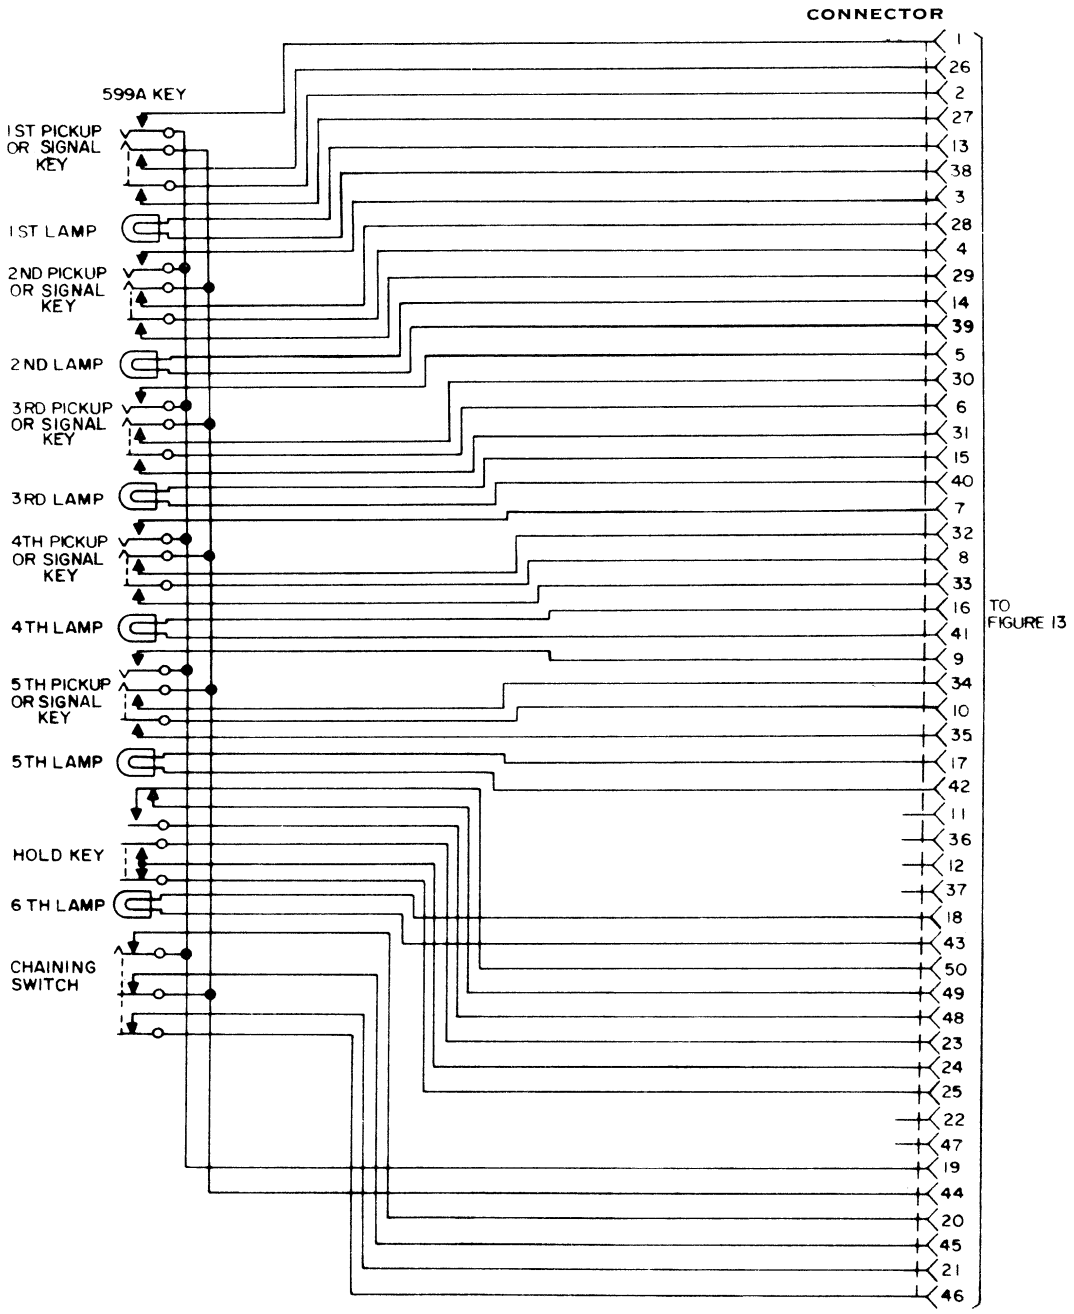
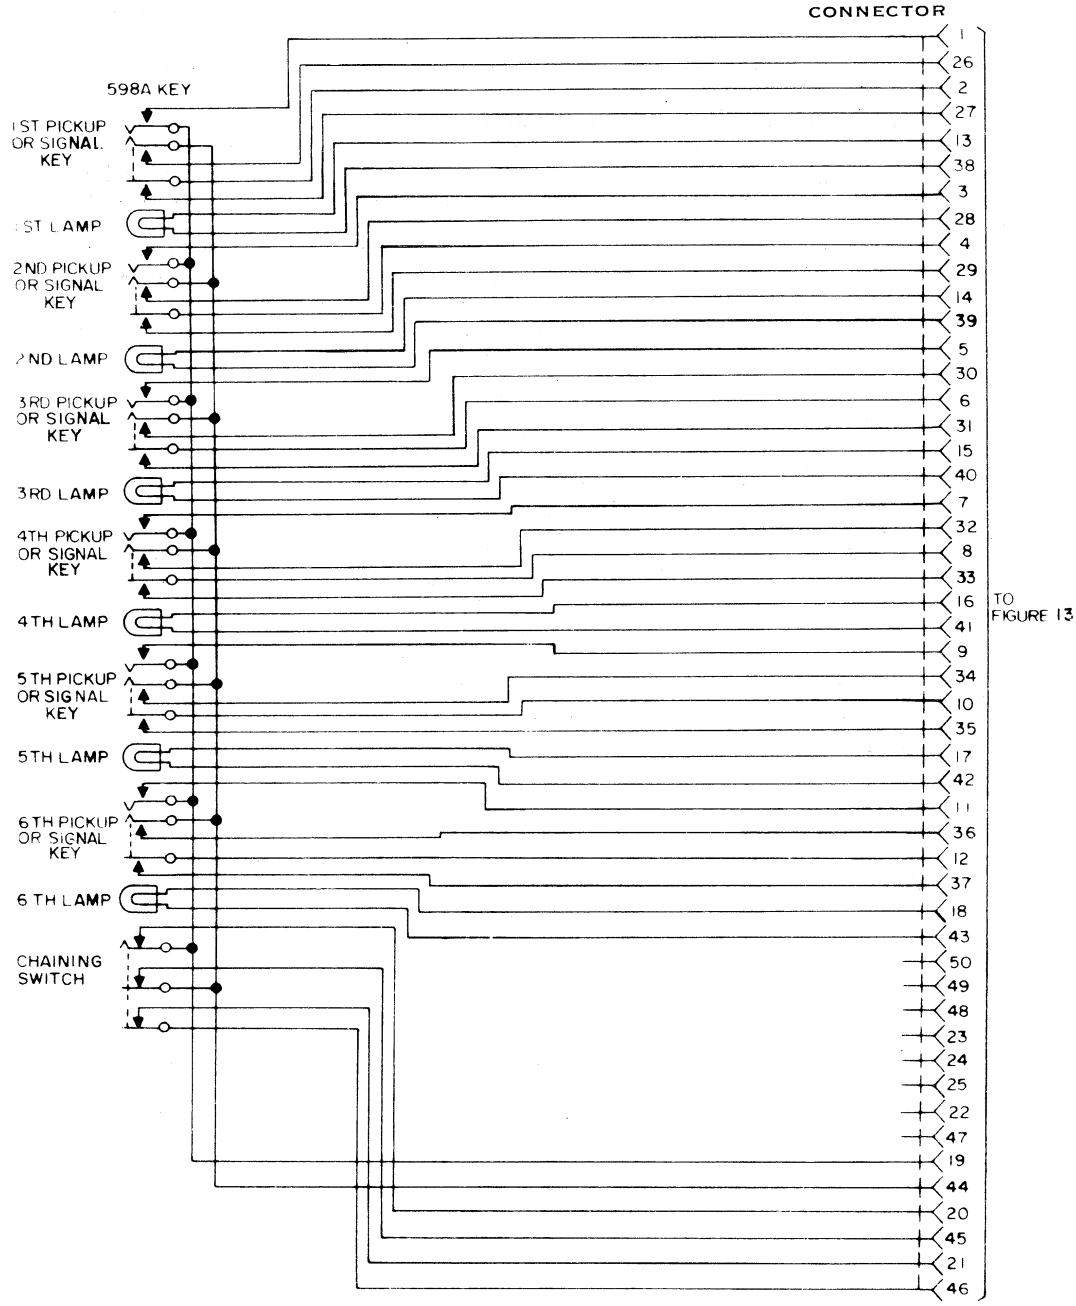

Figure 9. Connections for WECo 599A Keystrip Unit
Figure 11. Connections for WECo 598A Keystrip Unit.
4.01 Type 598A pickup keys may be converted to individual and common signaling. Type 599A and 599B keys (Figures 9 and 10) and their associated cables are readily adaptable for individual signaling but not common signaling. Type 598A pickup keys (Figure 11) may be converted to individual and common signaling. See Table 1 for wiring changes.
*This conversion table covers only the Type 618BW telephone sets with D120C mounting cords, with date of manufacture of III-68, or later. For telephone sets with cords manufactured prior to III-68, see Figure 11 for station busy lamp circuit. This table covers all Type 608CW Telephone Sets.